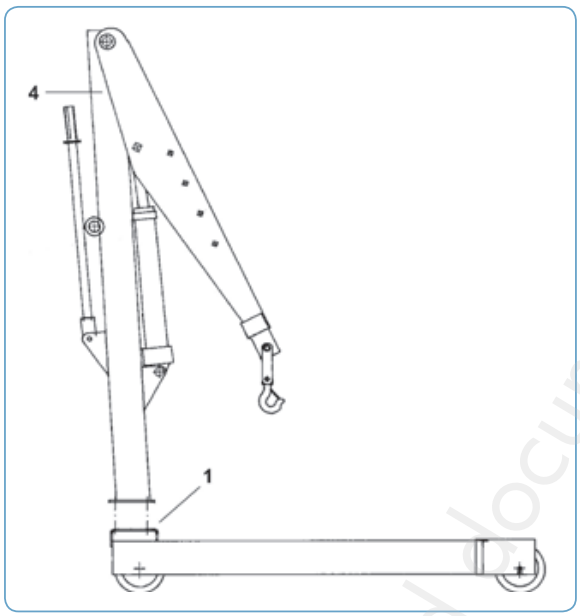

Afbeelding 9
1. Verwijder de schroeven uit de gaten (1 afb. 9) op het onderstel.
2. Plaats de kolom (4 afb. 9): de gaten aan de basis van de kolom liggen tegenover de gaten op het onderstel. Steek de eerder verwijderde schroeven in de gaten (1 afb. 9) en draai ze vast.